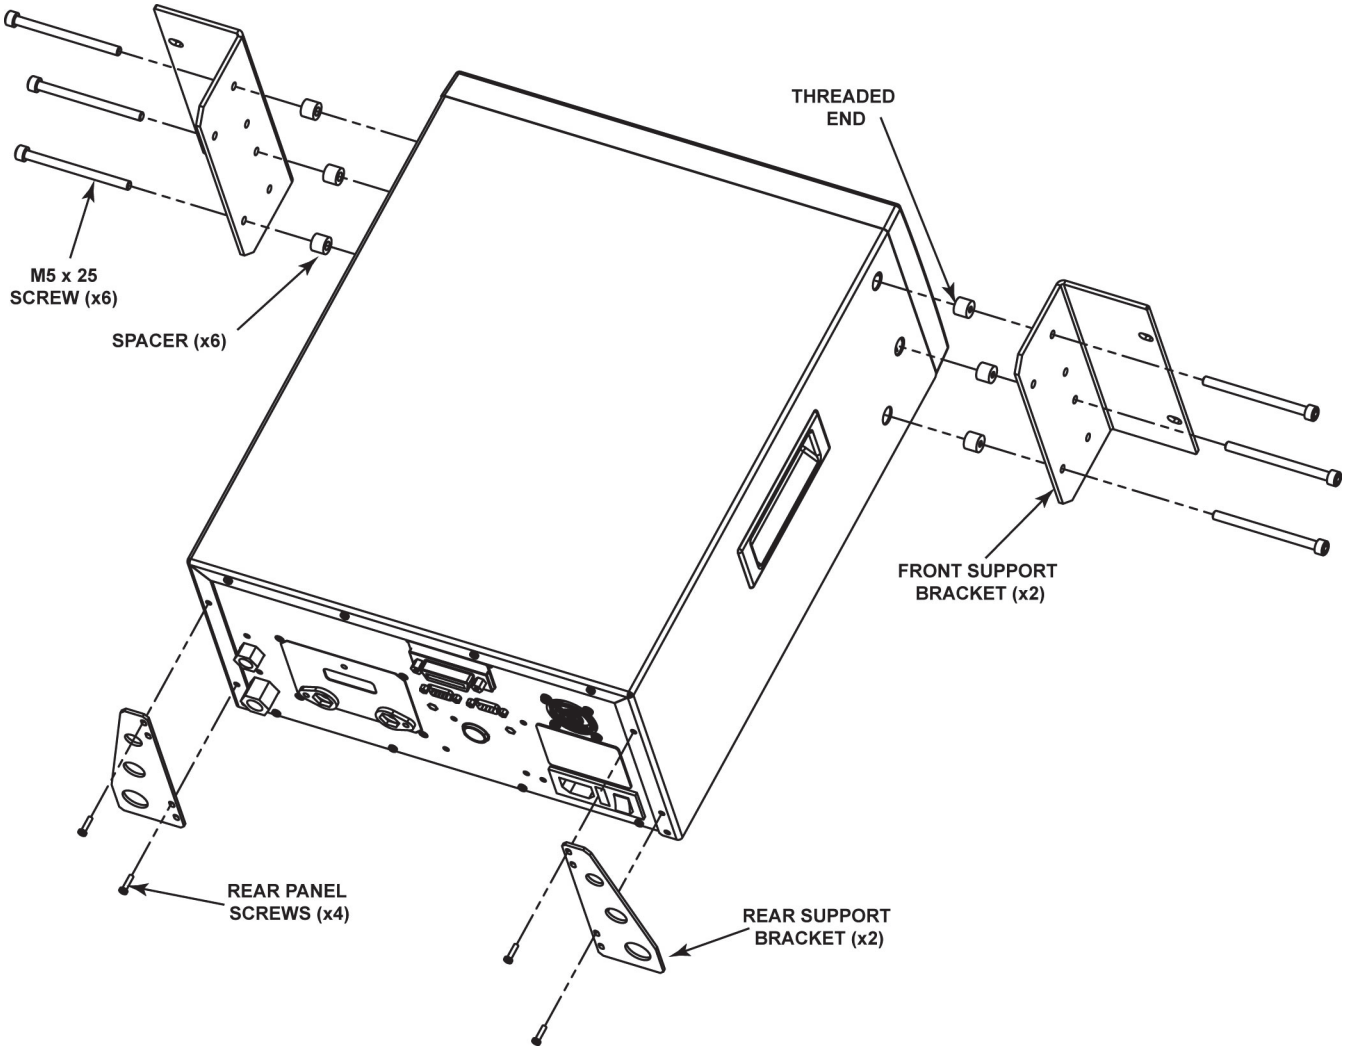

Figure 3: Installing the PPC4 Brackets
❺ **Attach the front support brackets:** Drop in spacers (x6) where the side plugs were. Place one front support bracket (x2) on each side of the PPC4. Position each bracket with the 3 holes on the side. Attach brackets to sides using the M5 x 25 screws into the spacers (See Figure 3).
❻ **Attach the rear support brackets:** Place one rear support bracket (x2) on the back of the PPC4. Position each bracket by lining up with the appropriate holes on the back of the PPC4. Attach brackets (x2) to the PPC4 back panel using four (4) of the PPC4 rear panel screws (See Figure 3).